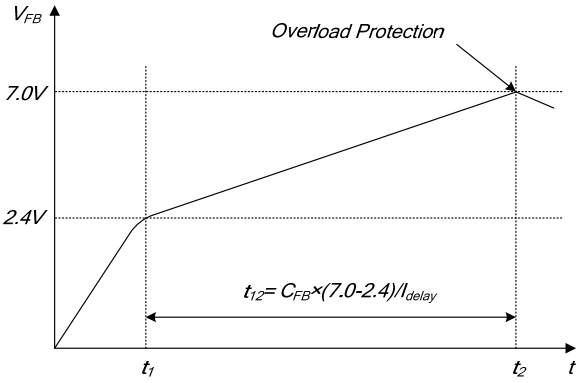

Figure 20. Overload Protection
4.1 Overload Protection (OLP): Overload is defined as the load current exceeding its normal level due to an unexpected abnormal event. In this situation, the protection circuit should trigger to protect the SMPS. However, even when the SMPS is in normal operation, the overload protection circuit can be triggered during the load transition. To avoid this undesired operation, the overload protection circuit is designed to trigger only after a specified time to determine whether it is a transient situation or a true overload situation. Because of the pulse-by-pulse current-limit capability, the maximum peak current through the SenseFET is limited and, therefore, the maximum input power is restricted with a given input voltage. If the output consumes more than this maximum power, the output voltage (V_{OUT}) decreases below the set voltage. This reduces the current through the opto-coupler LED, which also reduces the opto-coupler transistor current, increasing the feedback voltage (V_{FB}). If V_{FB} exceeds 2.4V, D1 is blocked and the 2.0μA current source starts to charge C_{FB} slowly up. In this condition, V_{FB} continues increasing until it reaches 7.0V, when the switching operation is terminated, as shown in Figure 20. The delay for shutdown is the time required to charge C_{FB} from 2.4V to 7.0V with 2.0μA. This protection is implemented in Auto-Restart Mode.